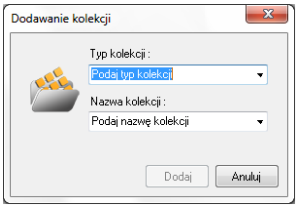

Rys. 3 – dodawanie nowej kolekcji do bazy użytkownika
- **„Dodaj nową kolekcję lub typ kolekcji”** - tworzy nową kolekcję w bazie użytkownika (funkcja dostępna również pod skrótem **CTRL + K**); należy podać typ i nazwę nowej kolekcji (Rys. 3);